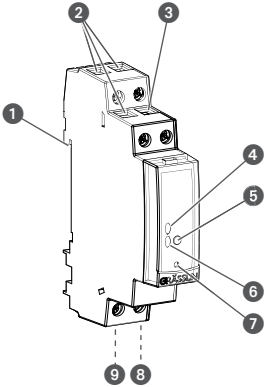

Fig. 1: Fordelingstidsur
Fordelingstidsuret er et tidsur som monteres på en DIN-skinne ved hjelp av et klikksystem (fig. 1/❶), og dette styrer den tilkoblede enheten. Fordelingstidsuret har 1 kanal og kan betjenes med en betjeningstast (fig. 1/❺). Statusen til fordelingstidsuret vises via 2 LED-er (fig. 1/❹ og ❻). Fordelingstidsuret kan programmeres via en mobil enhet med app eller PC-programvare. Radiosignalets frekvens ligger på 2,4 GHz, og maksimal utgangseffekt er på 1,8 mW.